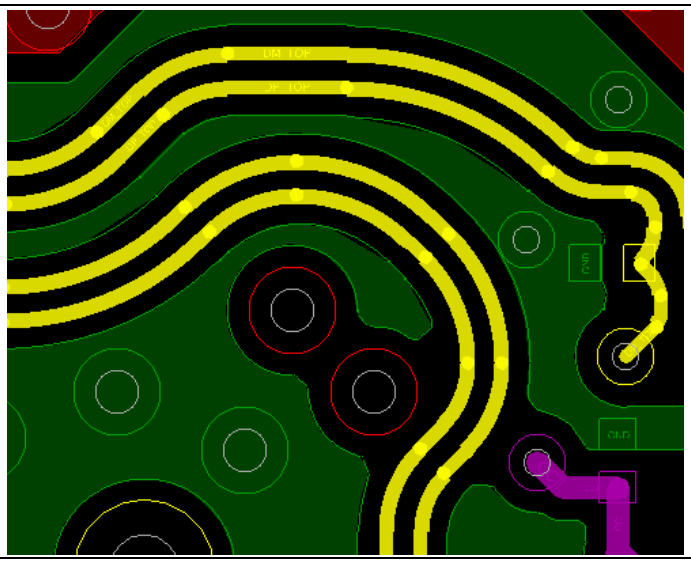

Figure 30　　USB 高速信号配線 - 丸みを帯びた曲げ
- USB 信号線はできるだけ曲げないようにしてください。直角に曲げてはなりません。必要に応じて、45 度または丸みを帯びた (カーブした) 曲げを使用します (**Figure 30** を参照)。
Figure 30 に推奨される PMG1-S3 97-BGA デバイスのフットプリントを示します。フットプリントには、特定の箇所に楕円形のパッドがあります。高密度インターコネクタ (HDI) ボードの処理を排除して製造コストを削減するために、楕円形のパッドを使用を推奨します。この方法により、PCB 設計者は内側ボールを最上層に通して配線することができます。このフットプリントは、一般的に構成コストが低い MDI (中密度) の PCB 設計に推奨されます。